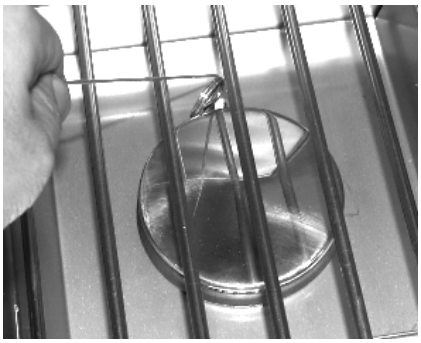

Fig. 34-2 **- Éclairage manuel**
2. Insérez un allumeur brûlant de butane de long-baril, une allumette brûlante de long-tige, ou une allumette brûlante tenue par un support de prolongation de fil par la grille à cuire s'ouvrant au brûleur (fig. 34-2). Tenez la flamme contre le bord du brûleur.
4. Si le brûleur ne se allume pas dans les cinq (5) secondes de tourner le bouton de commande, enfoncez immédiatement le bouton et tournez la valve à AU LOIN. ATTENDEZ CINQ (5) MINUTES avant de répéter les étapes 2 à 4 des instructions manuelles d'éclairage.